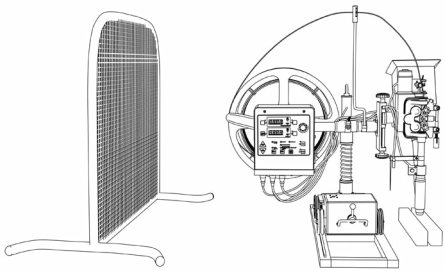

Рис. 8.12. Установка защитных экранов.
• При сварке на открытом воздухе защищайте сварочный трактор от порывистого ветра (см. рис. 8.12).